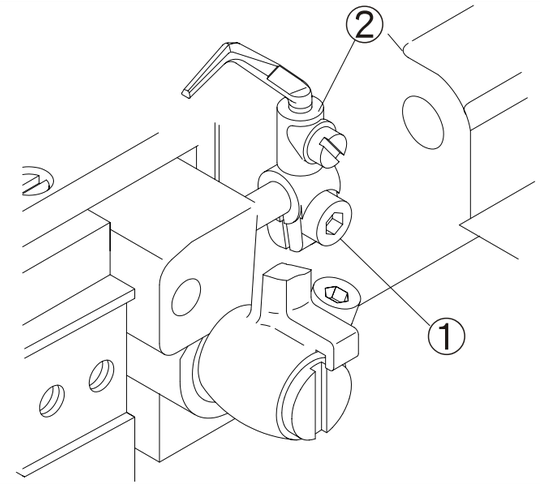

Fig. 15
(2) Para poder ajustar le espacio para que sea de 0-0.5 mm, por favor afloje el tornilllo1, y mueva el soporte del protector de aguja 2 atrás y adelante. (Fig. 15)